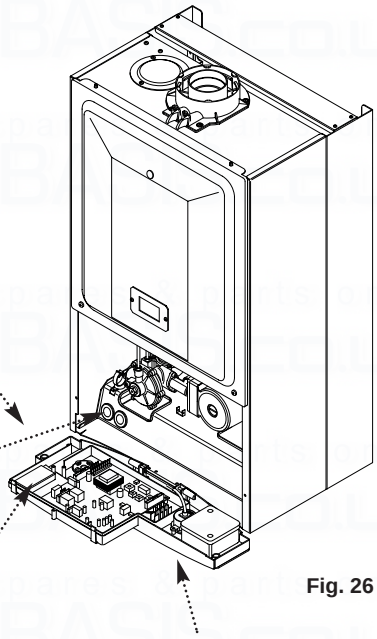

Fig. 26
2. Completely undo the screws securing the facia panel and hinge it down (Fig. 26).